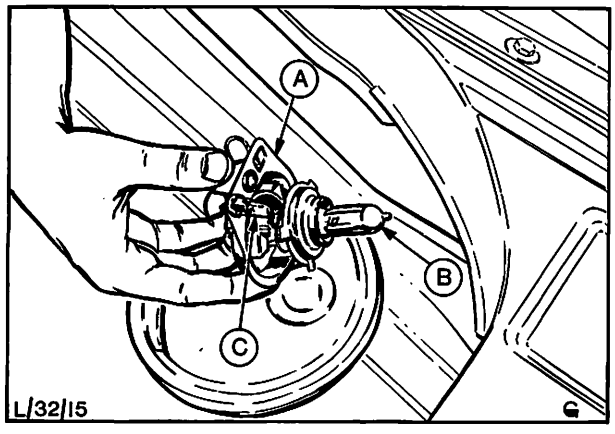

Abb. 12 Glühlampen – Scheinwerfer
4. Begrenzungslampe „C", Abb. 12, aus der Halterung herausdrehen.